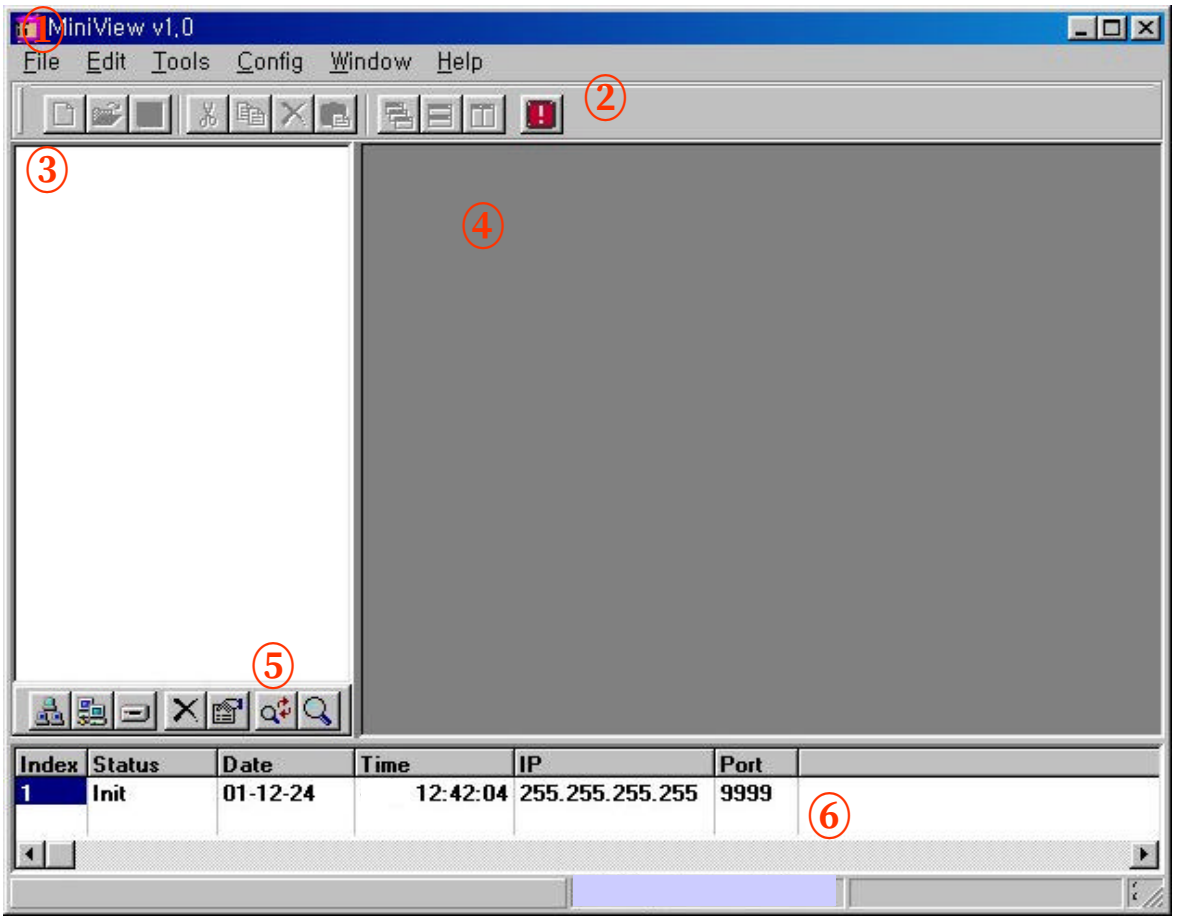

Fig1
**The Fig 1 below shows the initial window created when you run Miniview 1.0 for the first time.**